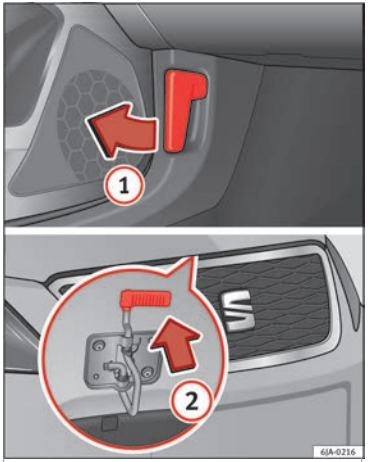

Fig. 203 Unlocking the bonnet.
– Pull the lever (1) ››› **Fig. 203** under the dash panel in the direction indicated by the arrow.
– Pull the release catch in the direction of the arrow (2) ››› **Fig. 203** and the bonnet will be released.